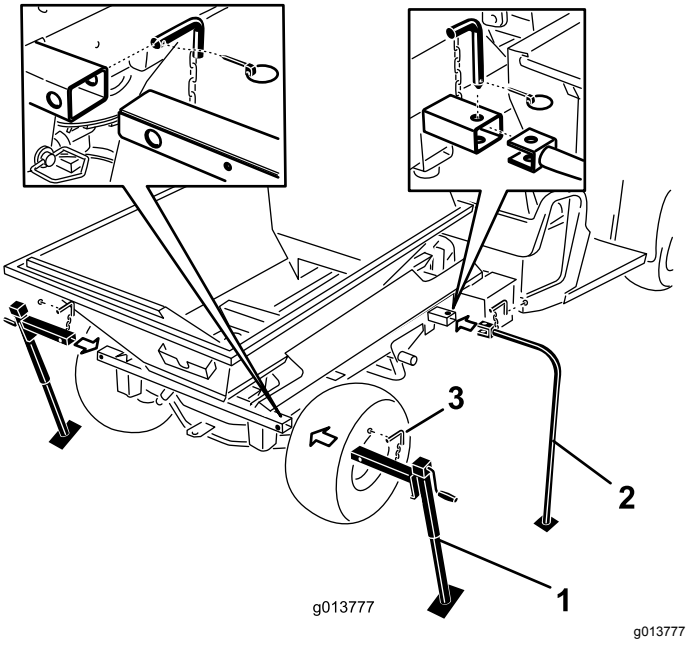

Figur 49
7. För in förvaringsstödets främre ben och de bakre domkrafterna i maskinens rör och fäst dem med låspinnarna (Figur 49).